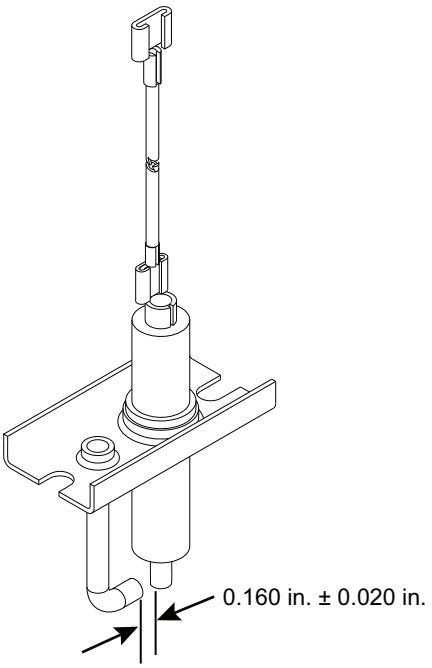

**Fig. 47 — Spark Adjustment (Size 04-06)**
4. Remove igniter modules from the top of the burner box assembly. Inspect and adjust the spark gap, if necessary (see Fig. 47).